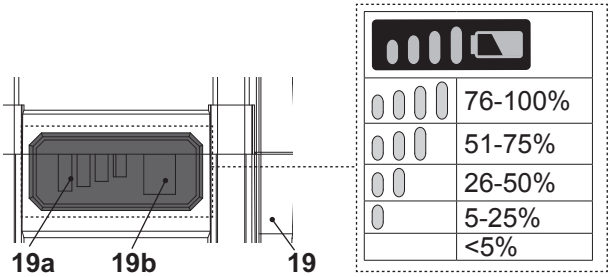

Fig. 12
The battery pack (19) is equipped with the battery capacity indicators (19a) which are used to give an indication of the battery pack's remaining capacity. Press the battery capacity button (19b) to check battery capacity (Fig. 12). The LEDs will stay lit for approximately 5 seconds.